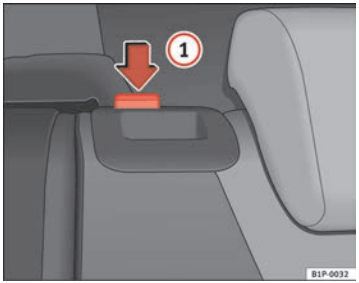

Fig. 95 Folding up the rear seat back
– Fold the backrest back and push the backrest firmly into the lock. The red marking should no longer be visible ⇒ fig. 95.